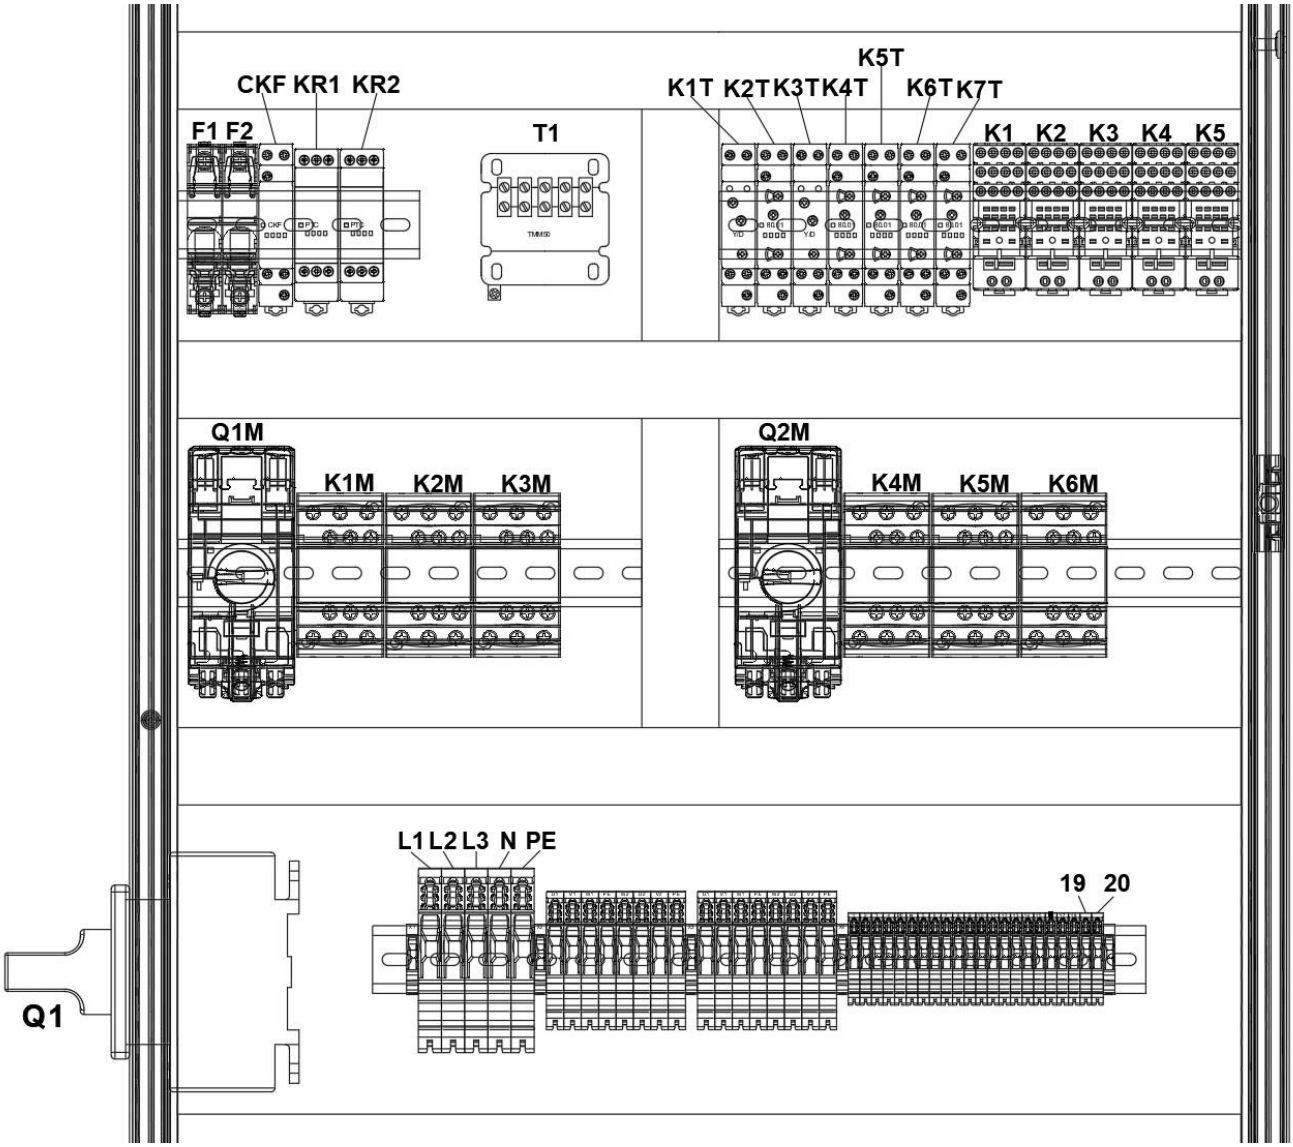

Rysunek 13 Wygląd wnętrza rozdzielnicy elektrycznej
Przy podpięciu **zewnętrznego wejścia przekaźnikowego**, urządzenie będzie uruchamiało się po wygenerowaniu impulsu na **zaciskach 19-20** – patrz Rysunek 13 na str. 34. Do obsługi tych wejść może być użyte odpowiednie urządzenie systemu płatniczego wyposażone w wyjście przekaźnikowe zwierne (NO), generujący impuls po dokonaniu płatności.